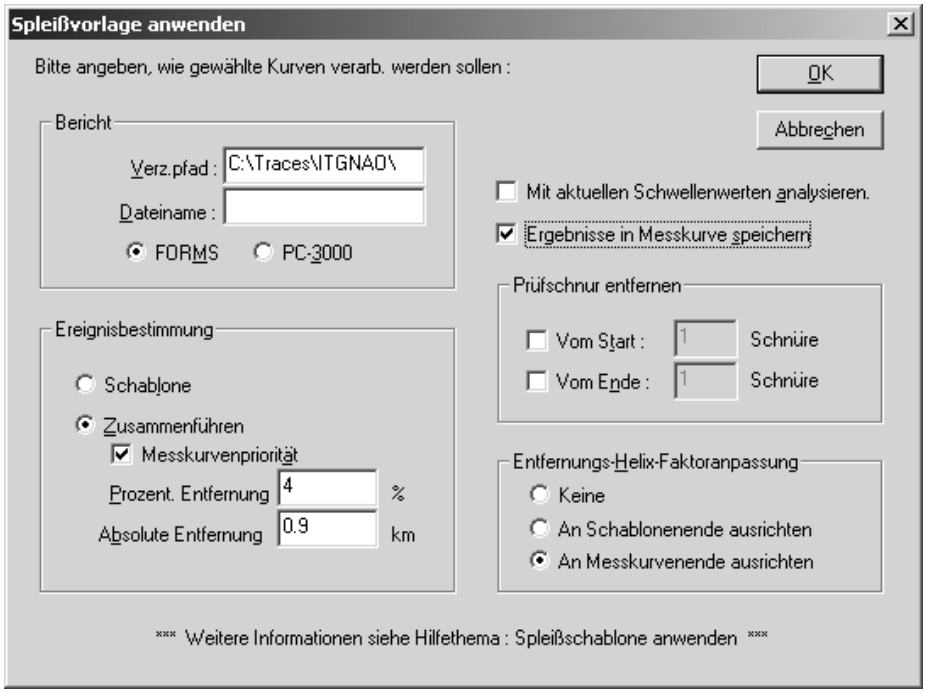

Abbildung 11-4: Dialogfeld Spleißschablone anwenden
4. Richten Sie das Dialogfeld Spleißschablone anwenden ein, wie in Abbildung 11-4 gezeigt.